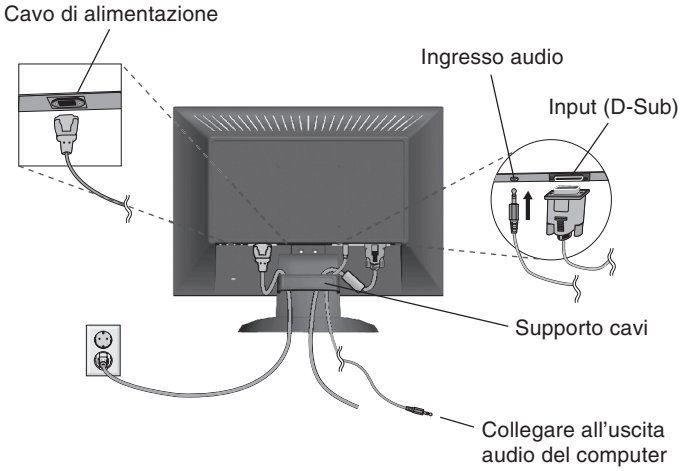
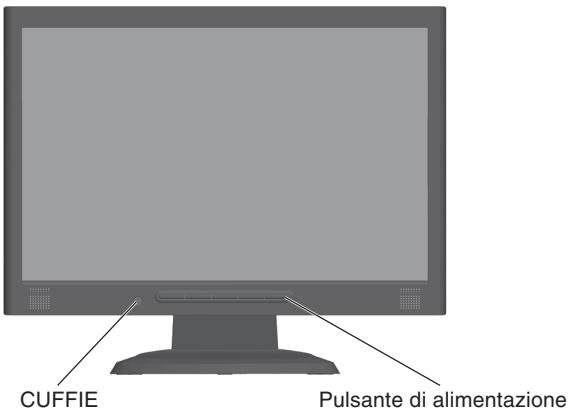

Figura B.1
Figura C.1
3. Collegare il mini D-SUB a 15 pin del cavo segnali video e il cavo Audio al connettore appropriato sulla parte posteriore del monitor (**Figura B.1**). Collegare le cuffie (non incluse) al connettore appropriato sulla parte anteriore del monitor (**Figura C.1**).
4. Collegare un'estremità del cavo di alimentazione al monitor e l'altra estremità alla presa di alimentazione. Collocare il cavo segnali video e il cavo di alimentazione sul supporto cavi (**Figura B.1**).
5. Accendere il monitor con il pulsante di alimentazione, posto sulla parte anteriore, e il computer (**Figura C.1**).